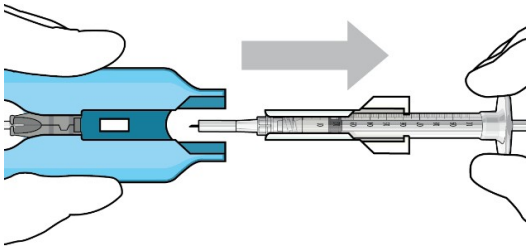

Figure 24
- Remove the syringe and guide sleeve from the carrier by pulling back on the syringe (Figure 24). The syringe will be locked into the guide sleeve.